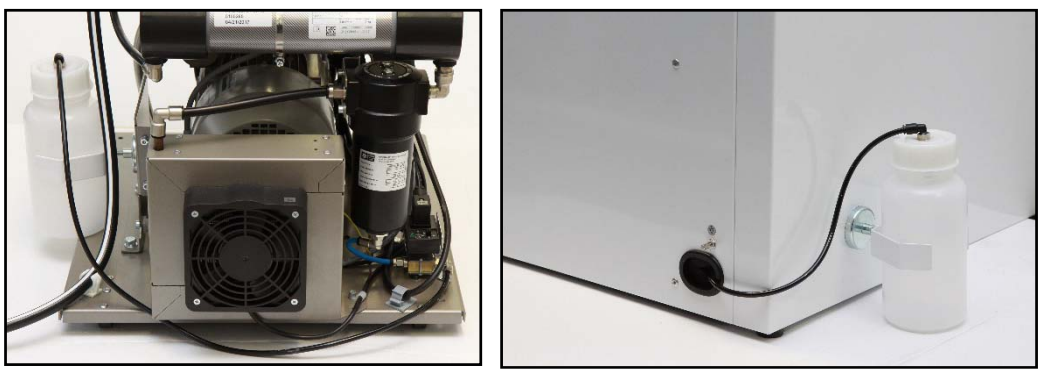

Fig. 9
12.3. **Condensate outlet** (Fig.9)